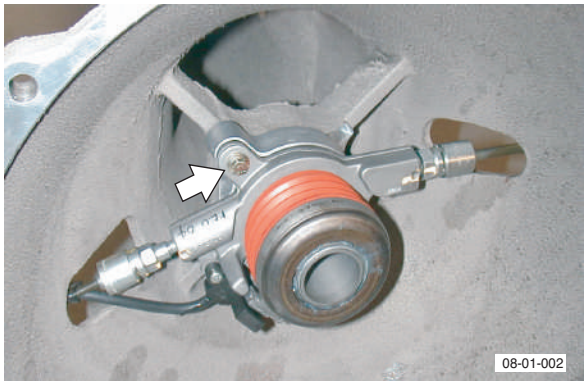

Fig. 2
8. Remove bolts (x2) that secure slave cylinder to torque tube (see Fig. 2).